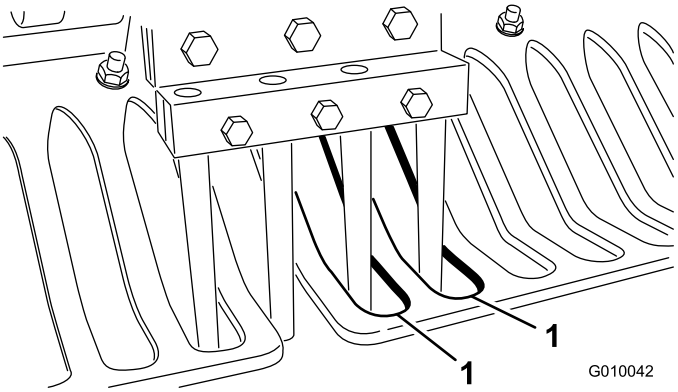

Figur 26
6. Kontrollera att luftarpinnarna hamnar i mitten av mellanrummen i gräsmatteskydden (Figur 26). Justera gräsmatteskydden efter behov och dra åt muttrarna.